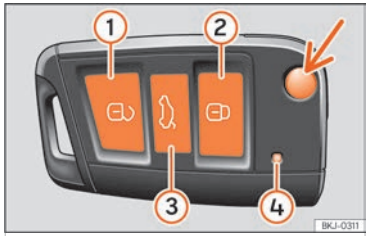

Fig. 45 Clau del vehicle.
Per plegar i desplegar l'espadí de la clau, premeu el botó ››› **fig. 45** (fletxa).
Quan es prem breument un botó a la clau del vehicle, l'indicador de control parpelleja ④ ››› **fig. 45** un cop breument, però si es prem durant un temps prolongat, parpelleja diverses vegades, per exemple, en l'obertura de confort.